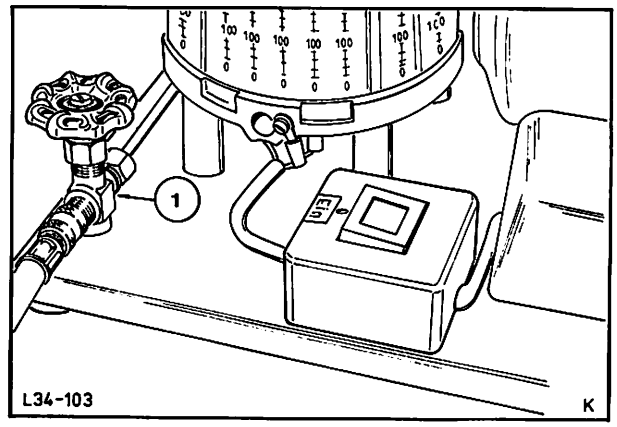

Abb. 21 Flaschenanschlußventil (1)
2. Kältemittelflasche über Füllschlauch mit Flaschenanschlußventil (1) verbinden. Das Flaschenventil bleibt geschlossen.
3. Flaschenanschlußventil (1), Abb. 21, sowie die beiden Füllventile (2) und (9) öffnen.